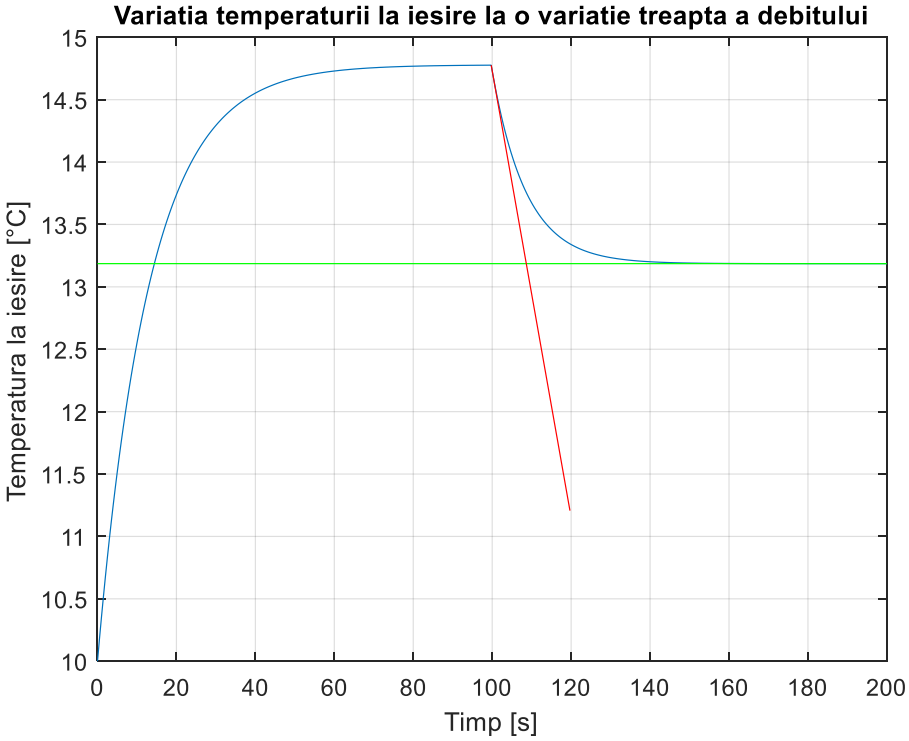

Figura 3. Determinarea constantei de timp
2. Se va măsura pe figură constanta de timp, așa cum este indicat în Figura 3: